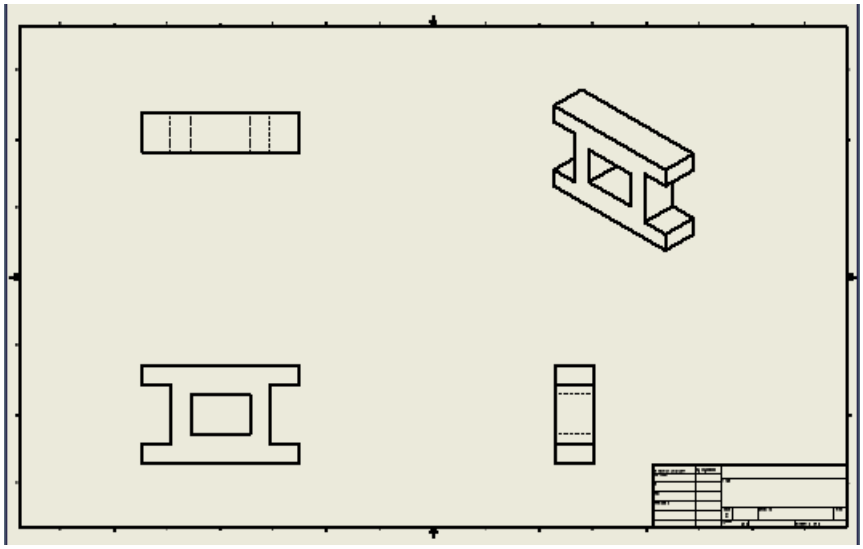

Figure 2-102 *Drawing sheet after generating the drawing views*
5. Similarly, taking the front view as the parent view, generate the drawing of right-side view and the isometric view, as shown in Figure 2-102.